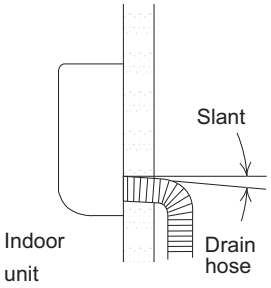

Fig. 2-273
a) The drain hose should be slanted downward to the outdoors. (Fig. 2-273)